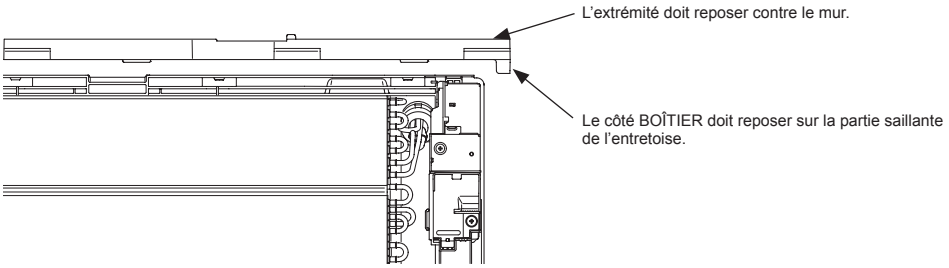

Fig. 4
2) Placez l'entretoise sur la surface supérieure du BOÎTIER et fixez-la temporairement avec du ruban adhésif. (Fig. 4)